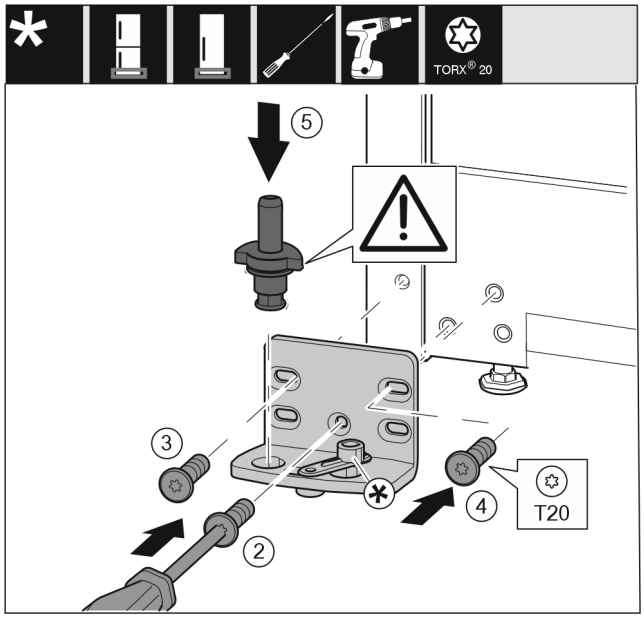

Fig. 17
- ▶ Placer le support de palier de l'autre côté et le visser avec un tournevis. Commencer par la vis *Fig. 17 (2)* en bas au milieu.
- ▶ Serrer la vis *Fig. 17 (3)* et la vis *Fig. 17 (4)*.
- ▶ Insérer complètement l'axe de palier *Fig. 17 (5)*. Veiller à ce que l'ergot soit orienté vers l'arrière.